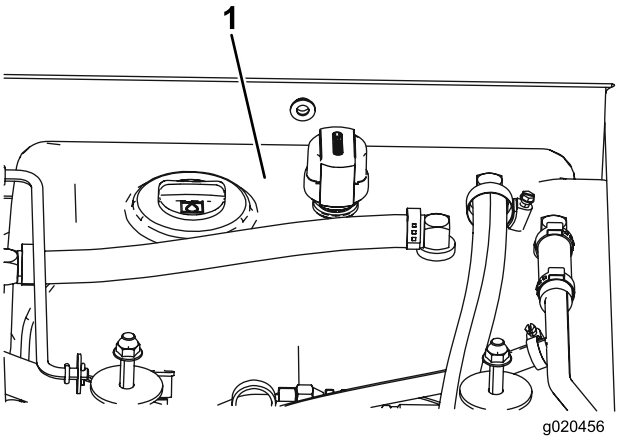

Figur 72
3. Fyll tanken (Figur 72) med hydraulvätska; se Kontrollera hydraulvätskan.